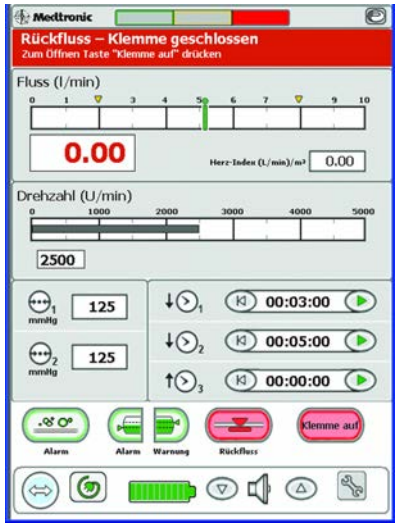

Abbildung 6-26. Schließen der AutoClamp-Klemme bei Rückfluss
b. **Rückfluss** – Die AutoClamp-Klemme schließt sich, wenn die gemessene Flussrate unter -100 ml/min. abfällt. Es wird eine Alarmmeldung ausgegeben und die Darstellung und die Farbe der Schaltfläche ändern sich (rot, siehe Abbildung 6-26 und Seite 6-32).